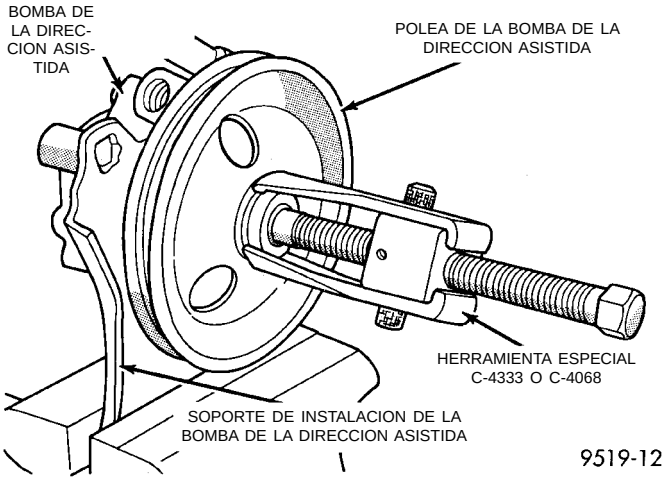

Fig. 39 Desmontaje de la polea del eje de la bomba de la dirección asistida
(2) Coloque la bomba de la dirección asistida y el extractor en una mordaza utilizando el soporte de instalación de la bomba de la dirección asistida (Fig. 39). Instale un extractor, Herramienta especial C-4333 o C-4068 en la polea de la bomba de la dirección asistida (Fig. 39). Retire la polea del eje de la bomba de la dirección asistida.